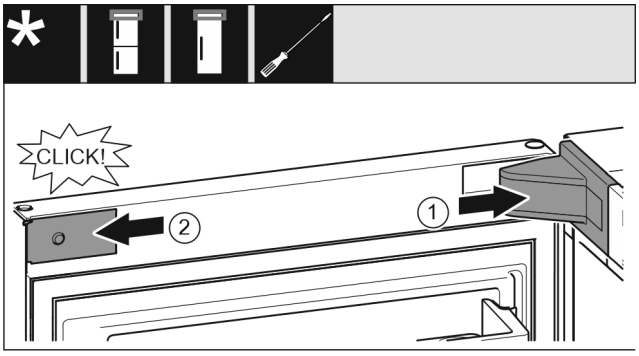

Fig. 65
▶ Nasaďte a zaklapněte kryt stojanu ložiska *Fig. 65 (1)*, příp. opatrně přitlačte od sebe.
▶ Z boku nasaďte záslepku *Fig. 65 (2)* a zaklapněte.